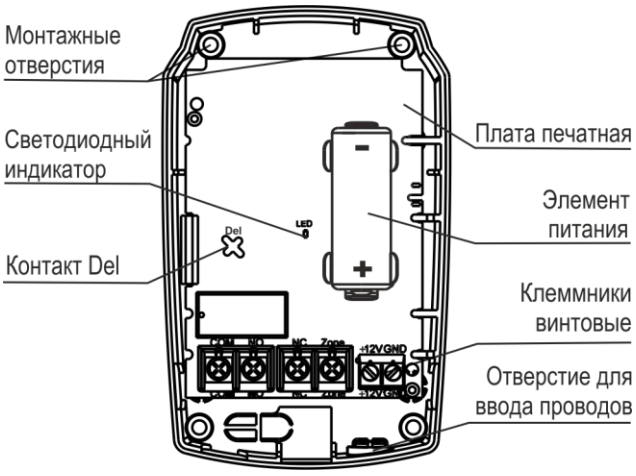

Рисунок 2
4.1 Конструктивно БРР выполнен в виде блока, состоящего из основания и съемной крышки. Внутри блока смонтирована печатная плата с радиоэлементами (рисунок 2).